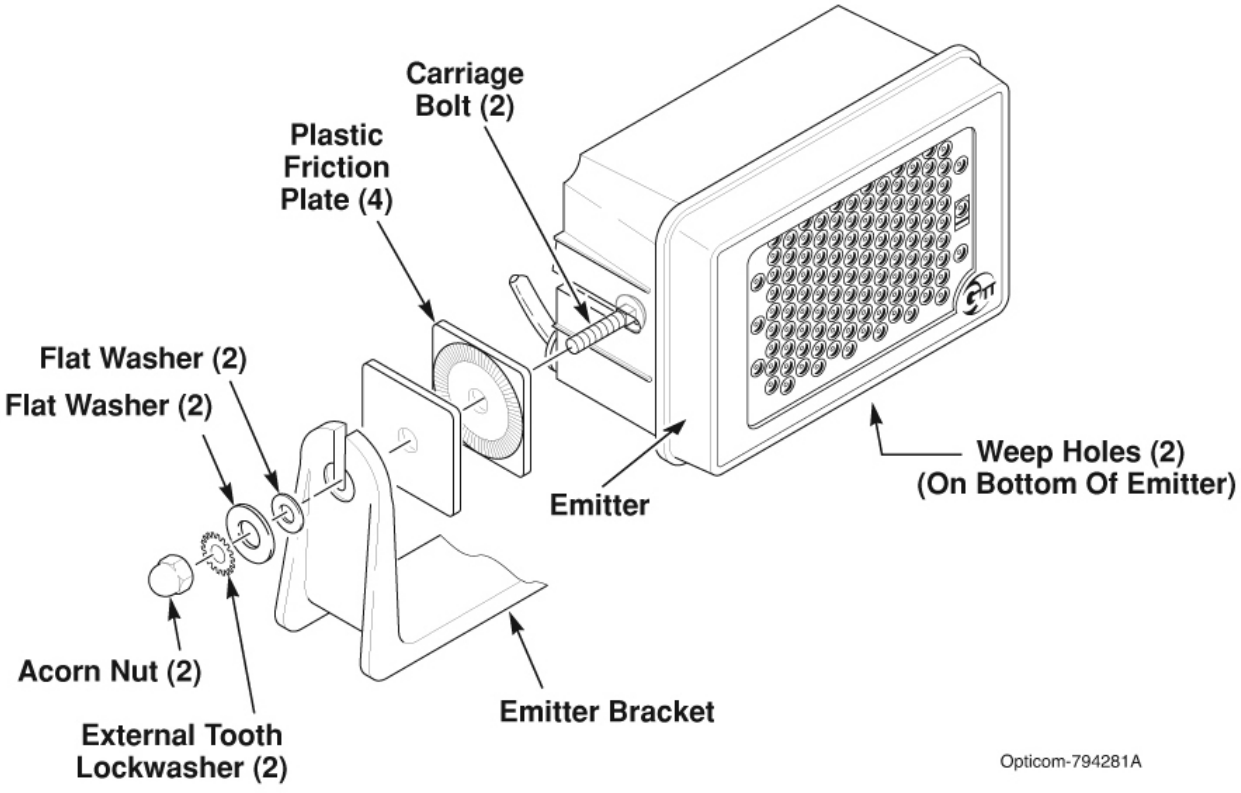

Figure 5-2. Emitter, Bracket, and Mounting Hardware
7. Slide a carriage bolt into the slot on each side of the Model 794H, 794T and 794L emitter. Next, slide the two plastic friction plates onto the bolts with the ridged surfaces together. See Figure 5-2.
8. Insert the emitter into the mounting bracket. Make sure the friction plates are square and inside of the bracket arms. Then, place the flat washers, lock washers, and acorn nuts on the bolts. See Figure 5-2.
- **All of the parts described in steps 7 and 8, and shown in Figure 5-2, are important and must be used to ensure that the emitter will remain mounted and aimed correctly.**